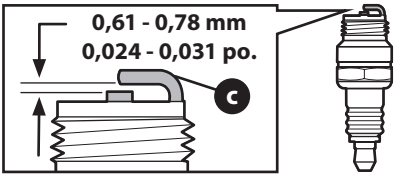

Figure 14
3. Mesurez l'écartement avec une jauge d'épaisseur. Pliez un peu le côté de l'électrode (v) pour ajuster l'écartement (Figure 14). L'écartement doit être de 0,61 - 0,78 mm (0,024 - 0,031 po).